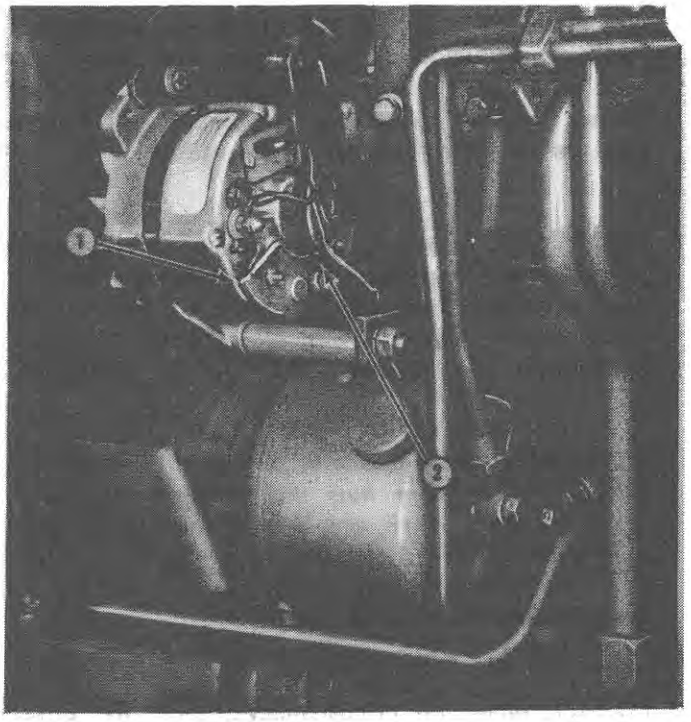
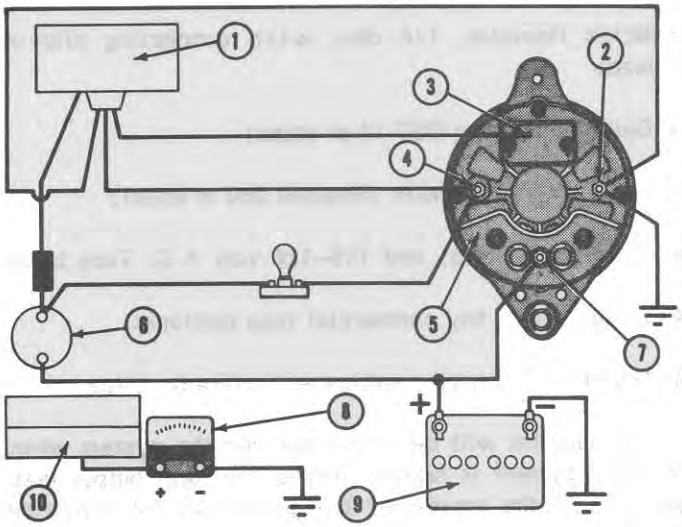

Figure 16
Figure 15
1. This test will determine if the tractor battery is properly installed and if the isolation diode is functioning properly by keeping battery voltage off of the alternator auxiliary terminal, Figure 15. A shorted isolation diode will allow the battery to discharge through the voltage regulator. The charge indicator light will "burn" when the key is off if the isolation diode is shorted.
2. Connect the voltmeter negative lead to ground and the positive lead to the output terminal at the isolation diode heat sink, Figure 15. The voltmeter should indicate battery voltage.
3. Move the positive voltmeter lead to the auxiliary terminal, Figure 15. The voltmeter should read zero volts. If the voltmeter continues to indicate battery voltage, either the isolation diode is shorted, or the output lead is contacting the isolation diode heat sink, Figure 16, allowing battery current to bypass the isolation diode. Loosen the nut and reposition the output lead if necessary.